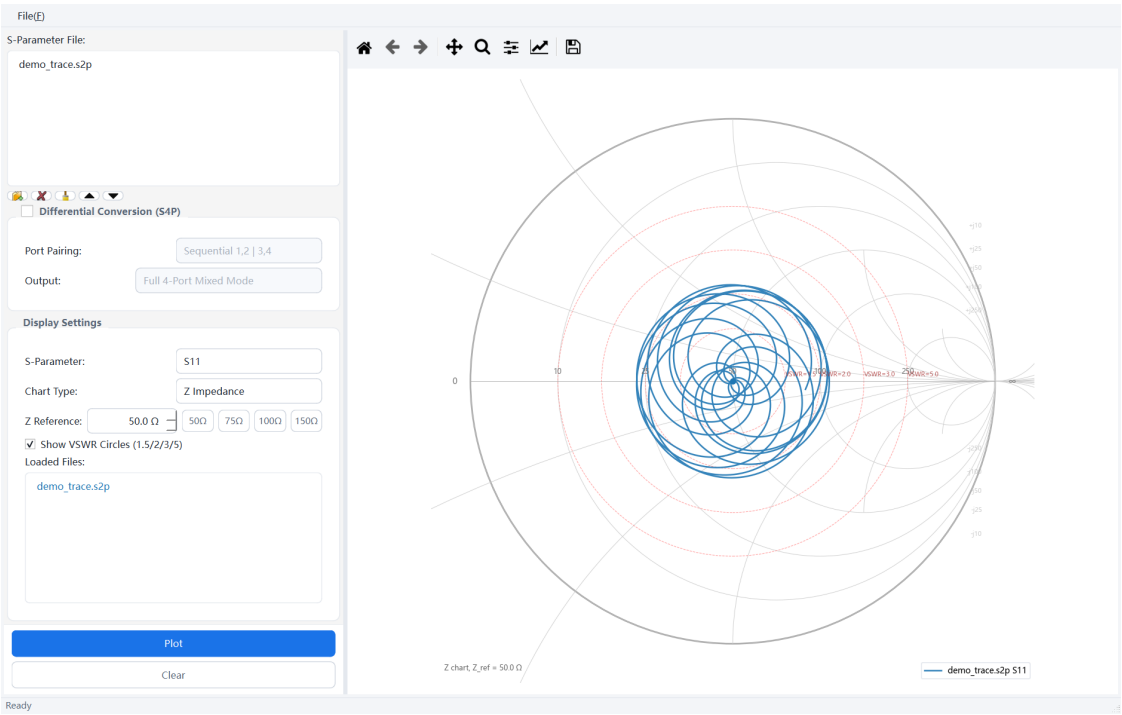

Fig. 7-2 Smith chart
Step 1 Menu **S-Parameter Analysis** → **Smith Chart**, same file, plot (Fig. 7-2).